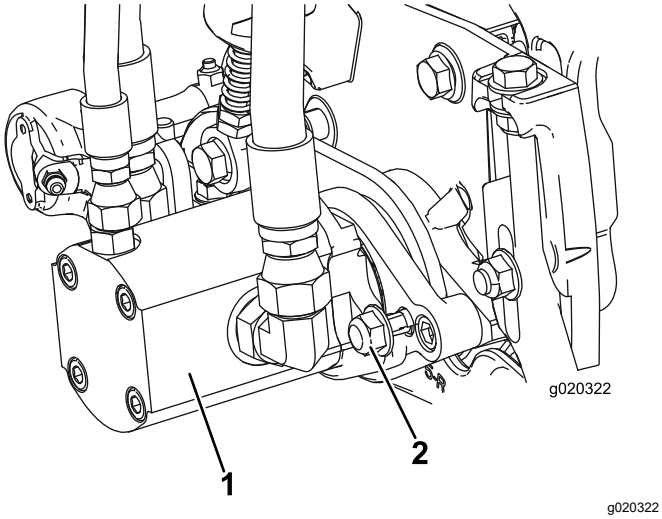

Rysunek 13
3. Zamontuj silnik, obracając go w prawo, tak aby kołnierze silnika odsunęły się od nakrętek zabezpieczających (Rysunek 13).